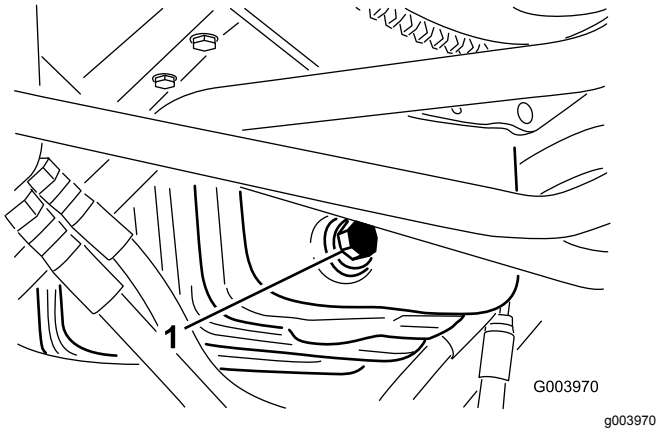

Рисунок 48
1. Снимите сливную пробку (Рисунок 48) и дайте маслу стечь в сливной поддон.